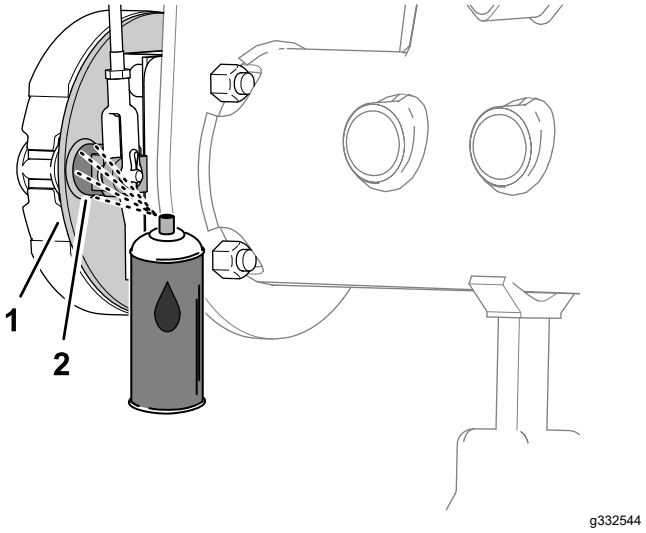
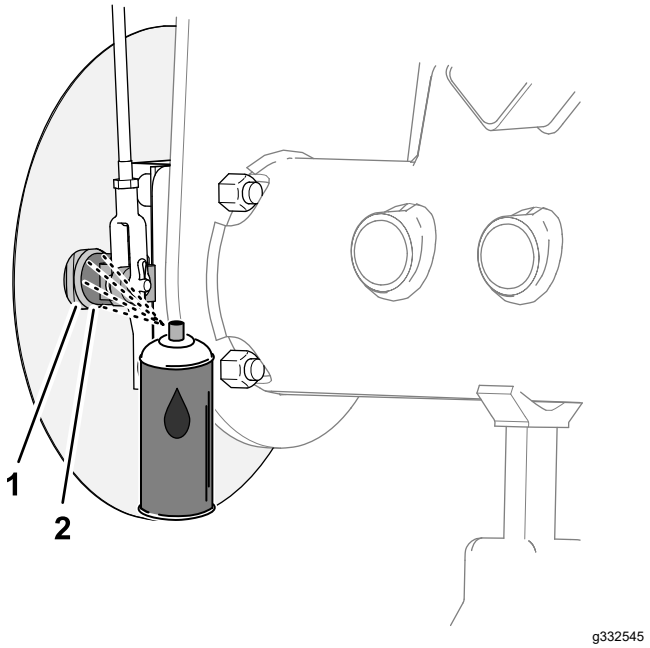

Rysunek 69
Rysunek 70
1. Po wewnętrznej stronie płyty wsporczej hamulca (maszyny bez opcjonalnej osłony przed trawą przy obręczy koła) lub osłony koła (maszyny z opcjonalną osłoną przed trawą przy obręczy koła) rozprowadź olej penetrujący między trzpieniem rozpieracza szczęk hamulca a płytą nośną (Rysunek 69 lub Rysunek 70).